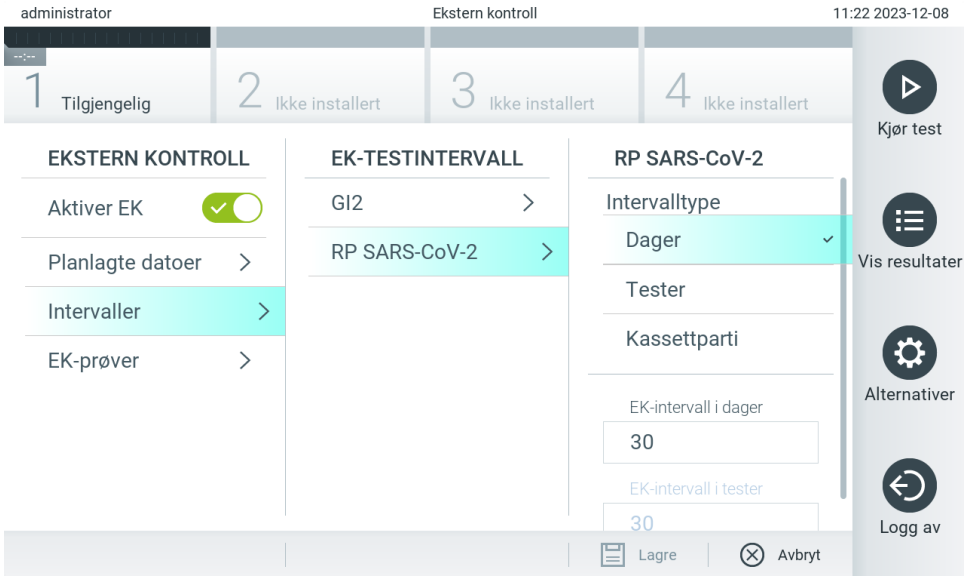

Figur 78. Skjermbildet External Control Intervals (Intervaller for ekstern kontroll).
5. Velg **EC Samples** (EC-prøver) for å legge til eller redigere prøver som brukes i en test for ekstern kontroll. Trykk på **Add new Sample** (Legg til ny prøve) for å legge til en ny prøve, og fortsett deretter med konfigurasjonen i høyre kolonne (figur 78). Hvis du vil redigere en EC-prøve, velger du en eksisterende en fra den midterste kolonnen og fortsetter med konfigurasjonen i høyre kolonne.